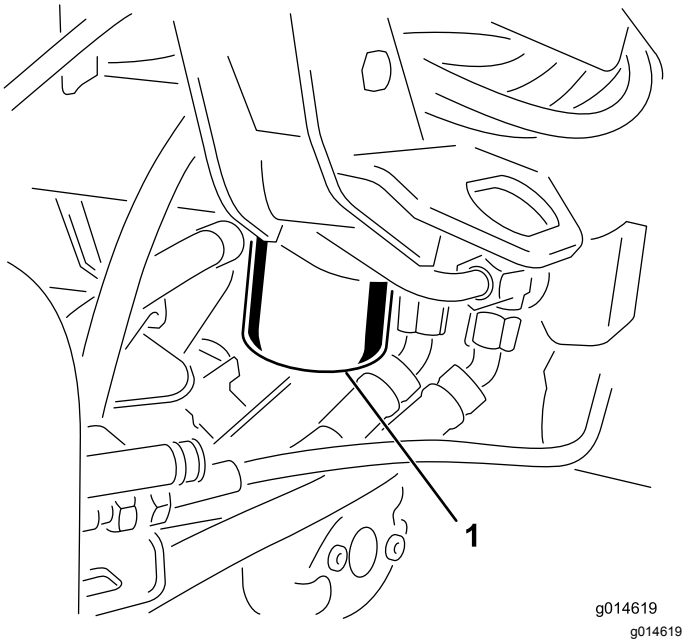

**Figuur 44**
1. Reinig de omgeving van de plaats waar het filter wordt gemonteerd (Figuur 44). Plaats een opvangbak onder het filter en verwijder het filter.